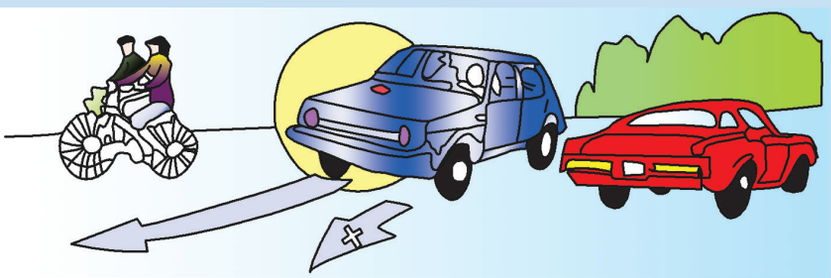

图 1.24　汽车起步后驶入车道的过程
5. 停在道路边的汽车平稳起步后，不能立即转动转向盘，应注意观察周围环境状况，打开左转向信号灯，避开正常行驶车辆，确认安全后再逐渐进入行车道，恢复正常行驶，如图 1.24 所示。